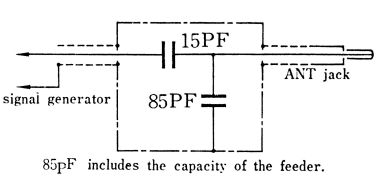

Fig. 12-2
6) Dummy antenna should be set as shown in Fig. 12-2.